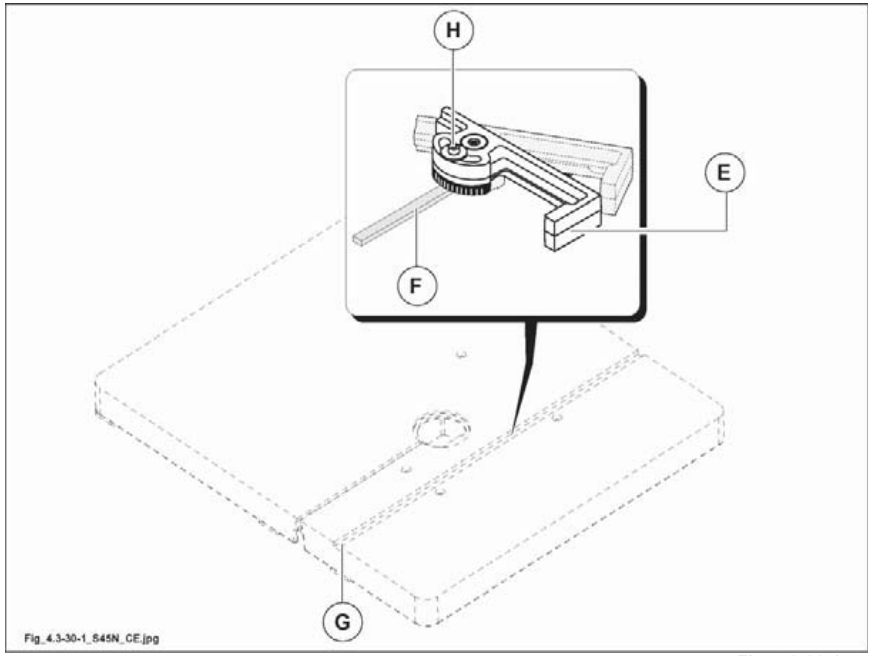

Fig. 4.3-30-1
- Fit the device for square or mitre cuts (E fig. 4.3-30-1) inserting the wedge (F fig. 4.3-30-1) in slot (G fig. 4.3-30-1) and tighten the screws (H fig. 4.3-30-1).